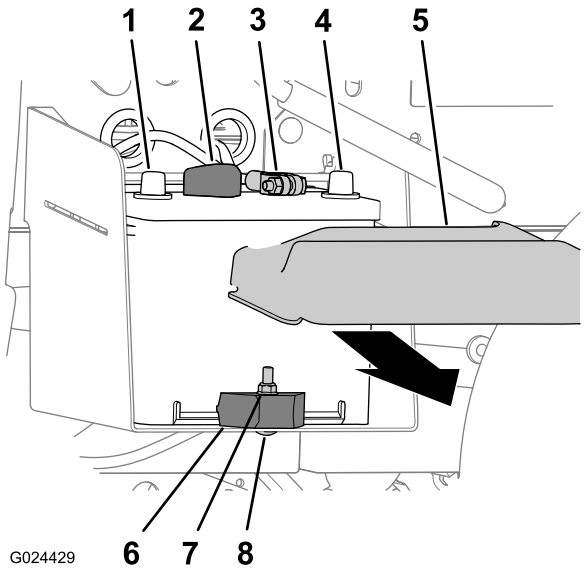

Figura 56
1. Schiacciate i lati del coperchio della batteria e rimuovete il coperchio dalla parte superiore della batteria stessa (Figura 56).
2. Scollegate il cavo negativo (nero) della batteria dal relativo morsetto (Figura 56).
3. Scollegamento del cavo positivo (rosso) dal morsetto della batteria (Figura 56).
2. Eliminate dado di bloccaggio, bullone a testa tonda e morsetto della batteria che fissa la batteria al relativo vassoio (Figura 56).
3. Togliete la batteria dal relativo vassoio (Figura 56).
1. Montate la batteria sul relativo vassoio della macchina (Figura 56).
Nota: Accertate che i poli positivi e negativi della batteria siano allineati come mostrato in Figura 56.
2. Fissate la batteria al relativo vassoio con morsetto, bullone a testa tonda e dado di bloccaggio (Figura 56).
1. Collegate il cavo positivo (rosso) della batteria al relativo morsetto (Figura 56).
2. Collegate il cavo negativo (nero) della batteria al relativo morsetto (Figura 56).
3. Montate il coperchio della batteria sulla parte superiore della batteria stessa (Figura 56).